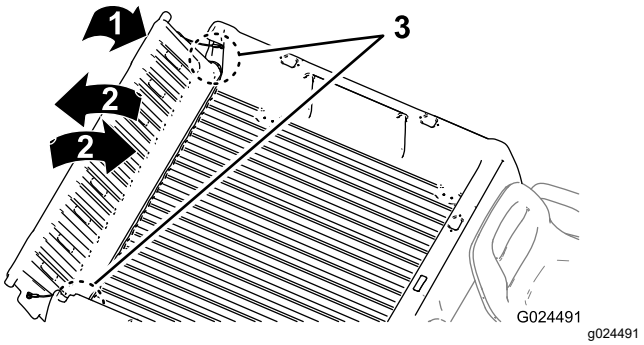

Figura 16
2. Gire el portón trasero a un ángulo de 45° aproximadamente (Figura 16).
3. Mueva el portón trasero varias veces hacia adelante y hacia atrás, con breves sacudidas (Figura 16).